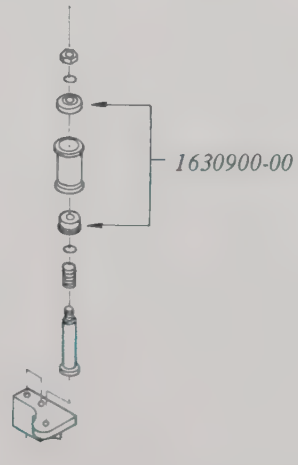

Fig. 5-13
5. Reverse steps above carefully to mount bearings. (See Fig. 5-13)